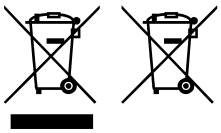

Fig. 1 Fig.2
4. символ (перечеркнутая мусорная корзина на колесиках - Рис.1), даже если он указан на продукте или на упаковке, указывает на то, что оборудование следует утилизировать отдельно в конце срока службы; 5. Если электронное или электрическое устройство содержит батарейку (рис. 2), по окончании срока службы перед сдачей устройства на утилизацию ее следует извлечь согласно инструкциям, приведенным в руководстве по эксплуатации. Использованные батарейки сдаются в соответствующие центры по сбору и утилизации отходов в соответствии с требованиями местных законов;